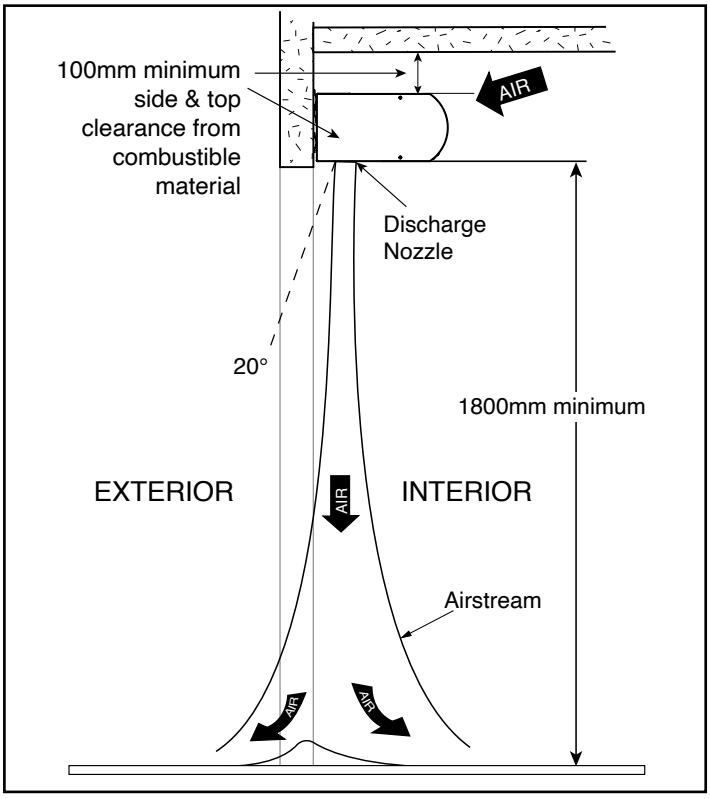

Figure 2 - General Mounting
A. When determining the mounting location for the air curtain(s), make sure that nothing interferes with the curtain of air developed when the discharge vanes are directed from 0° to 20° toward the door opening. If the air stream strikes any obstruction (the top edge of the doorway, a door opening device, etc.), the effectiveness of the air curtain will be greatly reduced. ***See Figure 2.***